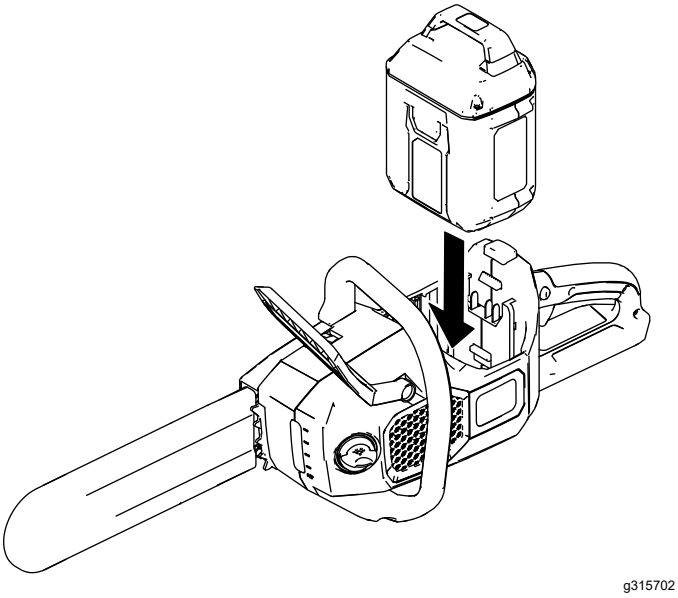

Rysunek 7
3. Ustaw wypustkę na akumulatorze równo z wgłębieniem w pile łańcuchowej (Rysunek 7).